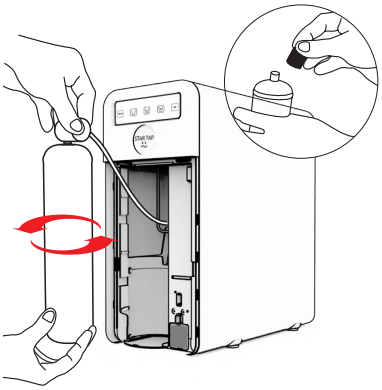

Fig. 4-14
25.2 - Se la bombola è già presente all'interno dell'apparecchio nell'apposito alloggiamento, estrarla afferrandola nella parte inferiore e mantenerla verticale, Fig. 1-14 e svitarla dal riduttore di pressione. Nel caso che la bombola non sia presente procurarsi una bombola idonea per essere installata all'interno dell'apparecchio avente le caratteristiche descritte nel paragrafo **24**, in termini di compatibilità con l'apparecchio e con il riduttore di pressione presente nell'apparecchio. Togliere il cappuccio in gomma di protezione della valvola posta sul lato superiore della bombola, Fig. 4-14.
25.3 - Accoppiare il filetto femmina del riduttore con il filetto maschio della valvola della bombola, Fig. 4-14. Tenere fermo il riduttore con una mano e ruotare la bombola con l'altra mano fino a che le due parti risultano essere completamente avvitate. **Tenere la bombola verticale con la valvola rivolta verso l'alto, Fig. 4-14**. Serrare ulteriormente a mano bombola e riduttore applicando una leggera forza, l'eventuale sfiato di una piccola quantità di gas durante la fase finale del serraggio è da considerarsi normale.